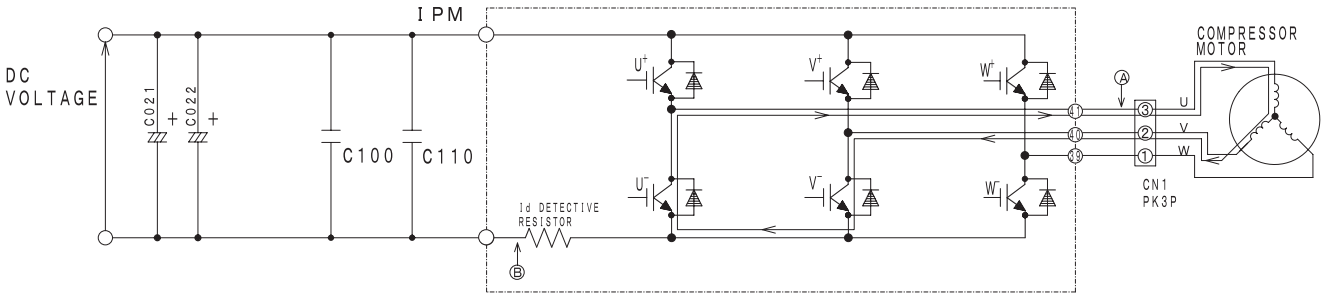

Fig. 4-4 Power module circuit (U^+ is OFF, V^- is ON)
At point Ⓕ: U^+ is chopped (OFF), V^- is ON (circuit in Fig. 4-4)
(2) When U^+ transistor is OFF: (by inductance of motor coil) U coil → V coil → V^- transistor → U^- diode → Point Ⓐ (Fig. 4-4)